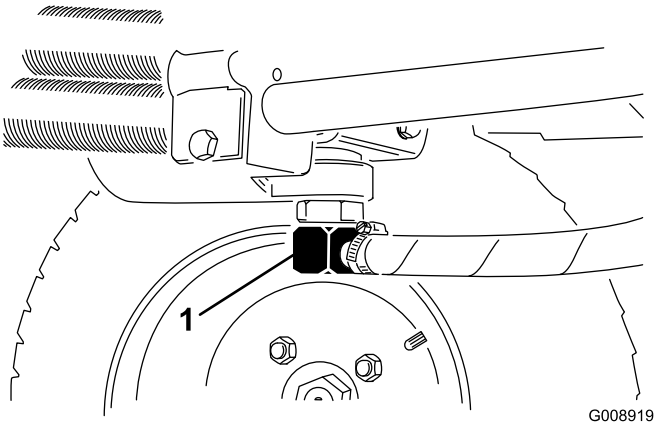
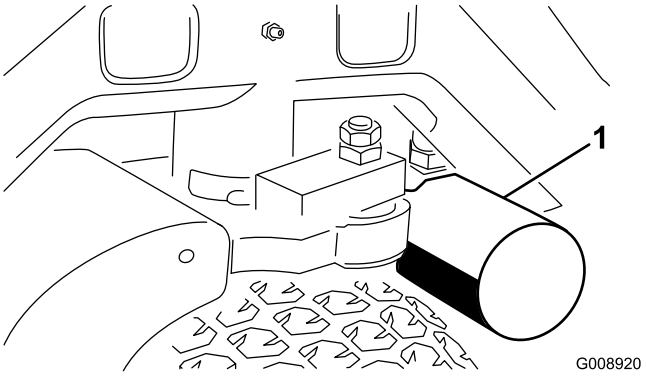

**Figur 72**
**Figur 73**
2. Frakobl hydraulikrøret (Figur 72), eller fjern hydraulikfilteret (Figur 73), og lad hydraulikolien løbe ned i en dræningsbakke.
4. Anbring en dræningsbakke under filteret (Figur 73), og fjern filteret.